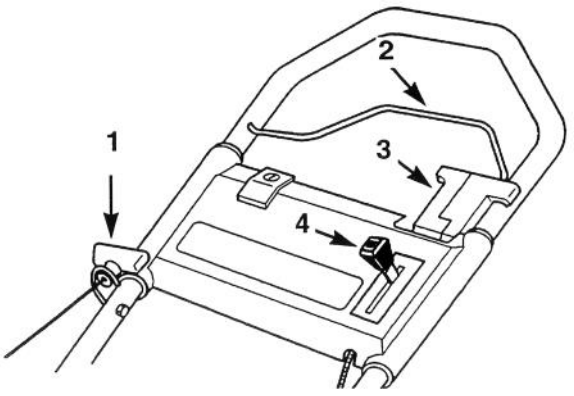

**Bild 2**
1. BEDIENUNGSELEMENTE—Antriebshebel (nur Selbstfahrer), Gashebel, Sicherheitsbügel und Leichtstarter befinden sich am Handgestänge (Bild 2).